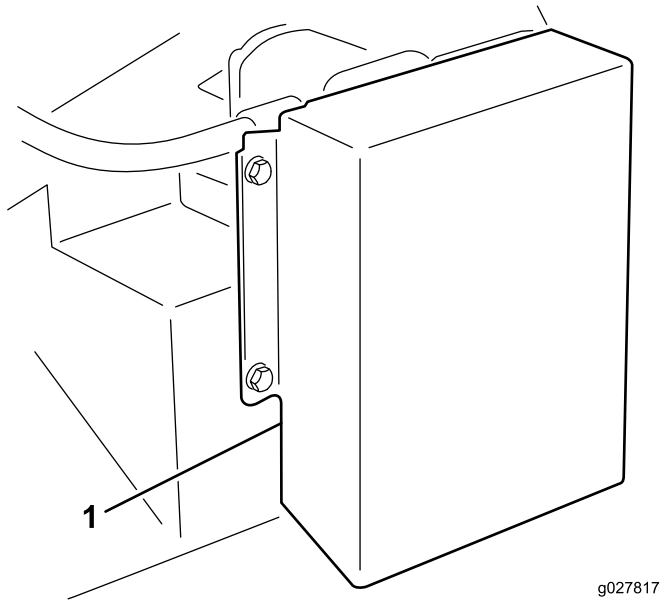

Figur 9
1. Fjern fastgørelsesordningerne, der fastgør motorafskærmningen til skjoldrammen (Figur 9). Afmonter afskærmningen.